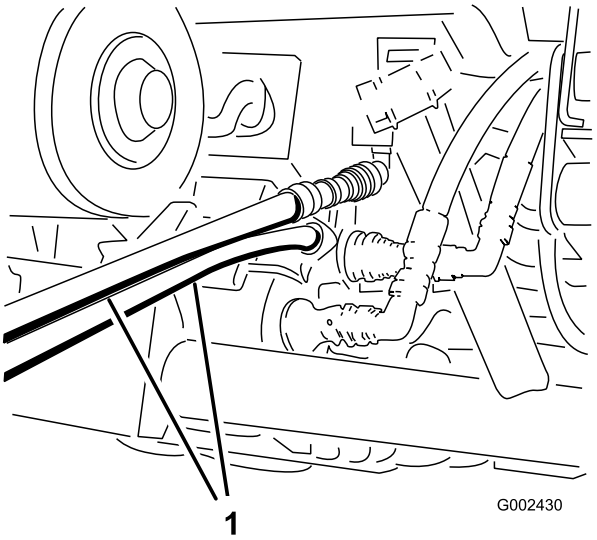

Figura 82
4. No outro veículo, ligue as duas mangueiras ao acoplador que ainda se encontra no suporte de acoplamento (ligue a mangueira superior ao acoplador superior e a mangueira inferior ao acoplador inferior (Figura 82). Tape as juntas desnecessárias.